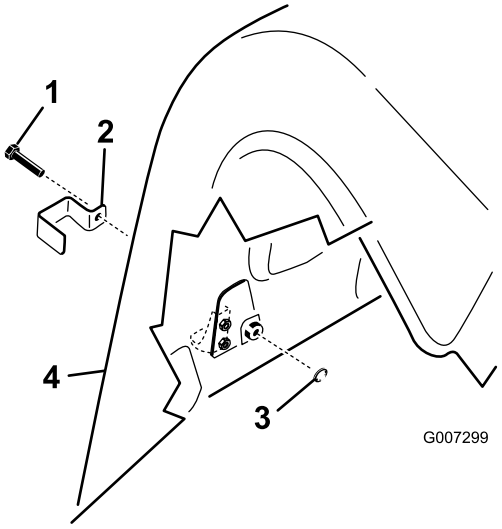

Figur 15
1. På ProCore 864-modellen, monter en låsebrakett over både nedre venstre og høyre, og øvre venstre og høyre panserlåser med en selvgjengende skrue (fire totalt) (Figur 15).
2. På ProCore 1298-modellen, monter en låsebrakett over alle de bakre, nedre panserlåsene og utsidens panserlås på både høyre og venstre bakre deksler med en selvgjengende skrue (tre per luftehode, seks totalt) (Figur 15).
3. Træ en intern låseskive på hver skrue med en tang eller en skiftenøkkel, for å feste låsen (Figur 15).